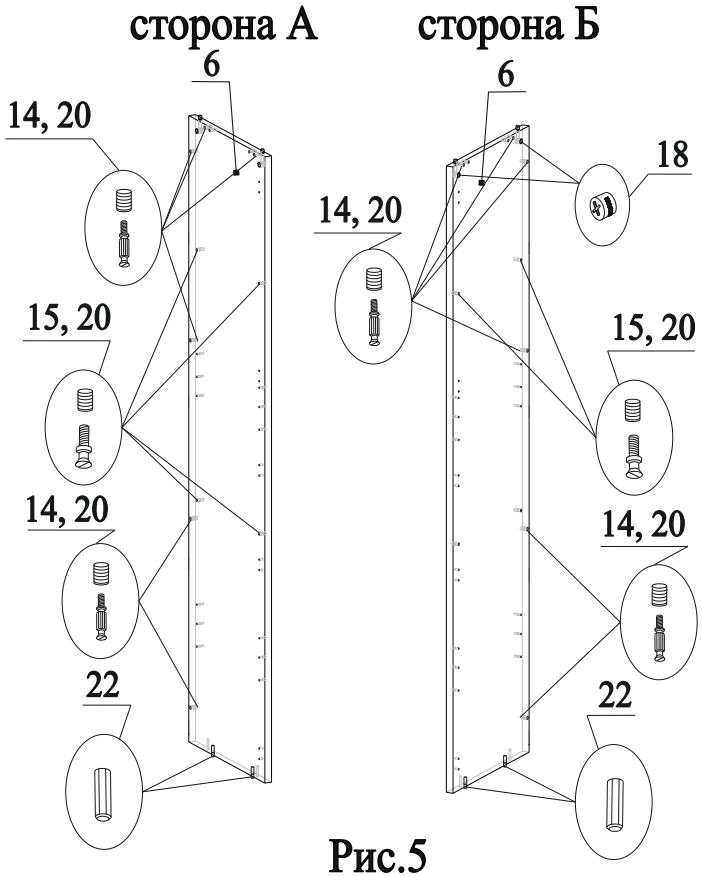

Рис.5
9. В отверстия на детали 6 вставить эксцентрики 18 стрелками к торцевым отверстиям (рис.5);
10. В отверстия со стороны А и стороны Б на детали 6 вбить муфты 20 и вкрутить в них дюбеля 14 (рис.5);
11. В отверстия со стороны А и стороны Б на детали 6 вбить муфты 20 и вкрутить в них дюбеля 15 (рис.5);
12. В нижний торец детали 6 вставить шканты 22 (рис.5);